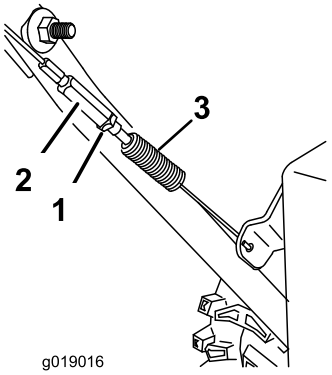

Figur 31
1. Løsne låsemutteren (Figur 31).
2. Løsne eller stram til spennmutteren for å justere bolten inntil det er passende avstand til den fremre enden av slissen (Figur 31).
3. Stram låsemutteren (Figur 31).